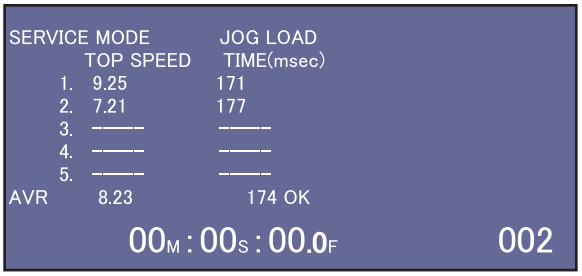

Fig. 1 Example of displaying LCD
4. The rotation speed and time are displayed in LCD display (Refer to Fig. 1).